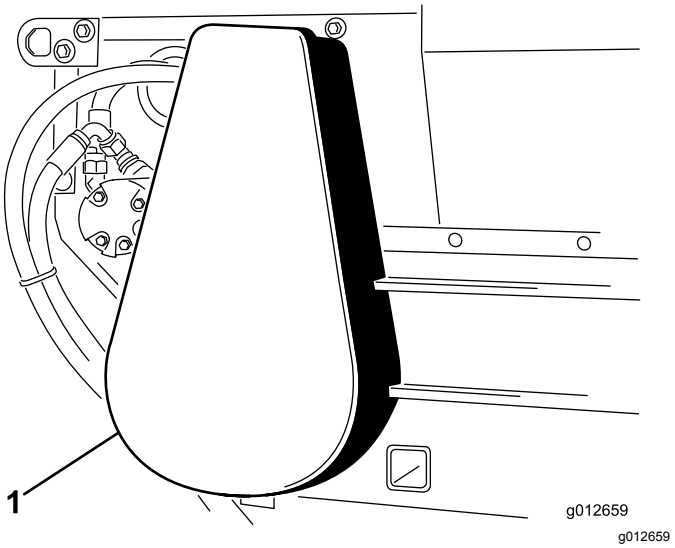

**Figur 18**
2. Fjern kædedækslet (Figur 18).
6. Monter kædedækslet (Figur 18).